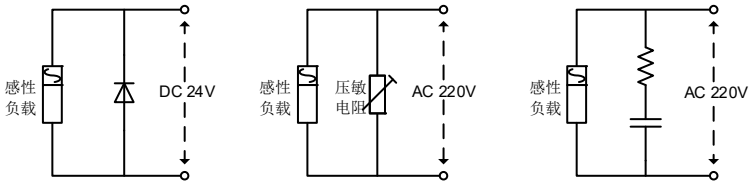

图 3-5 感性负载浪涌抑制器的应用
- 变频器连接感性负载设备时（电磁接触器、继电器、电磁阀等），请务必在该负载设备线圈上使用浪涌抑制器，如图 3-5 所示。